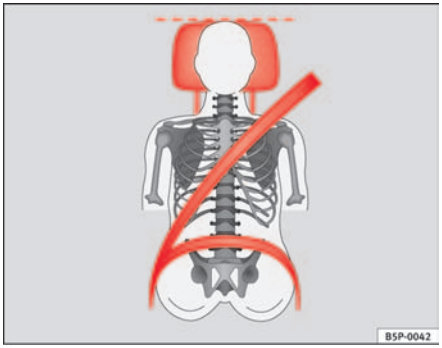

Fig. 13 Correct belt web and head rest positions, viewed from front
- **The shoulder part of the seat belt must lie on the centre of the shoulder, never across the neck. The seat belt must lie flat and snugly on the torso ⇒ page 25, fig. 13.**